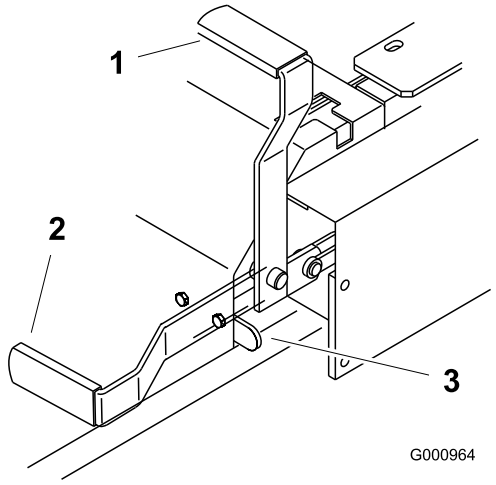

Figur 10
2. För parkeringsbromsspaken bakåt och uppåt för att dra åt parkeringsbromsen (Figur 10). Parkeringsbromsspaken bör ligga stadigt i det inkopplade läget.
Tryck parkeringsbromsspaken framåt och nedåt för att frigöra parkeringsbromsen (Figur 10). Parkeringsbromsen är urkopplad och spaken vilar mot bromsstoppet.